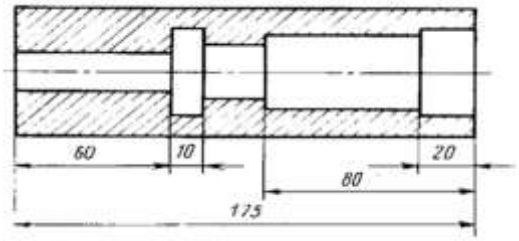

Рисунок 49
3. Комбинированный способ (рисунок 49) представляет собой сочетание координатного способа с цепным, т. е. при нанесении размеров на чертеже детали используются два способа: цепной и координатный.